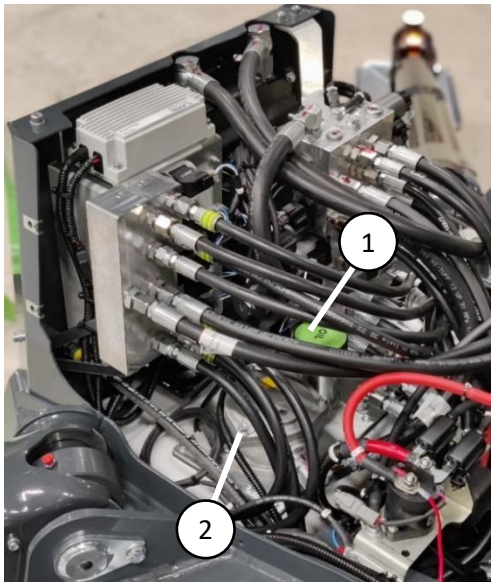

Figure 22. Réservoir d'huile hydraulique
La vidange de l'huile hydraulique peut être effectuée au niveau du filtre d'aspiration ou via le bouchon du réservoir d'huile hydraulique (figure 22 (1)) à l'aide d'une pompe d'aspiration. Le filtre d'aspiration se trouve en bas du châssis, derrière la trappe de service (figure 23). Vous pouvez vidanger l'huile hydraulique en détachant le flexible de la pompe de secours (figure 23 (1)) du filtre d'aspiration.
Le filtre de retour d'huile hydraulique (figure 22 (2)) se trouve sur le dessus du réservoir d'huile hydraulique, à l'arrière du châssis. Pour remplacer le filtre, ouvrez le couvercle du boîtier de filtre et remplacez la cartouche filtrante par une neuve Avant de réinstaller les caches sur la machine, vérifiez l'absence de fuites.
Le niveau d'huile hydraulique peut être vérifié à l'aide de la jauge présente dans le bouchon de filtre (figure 22 (1)). Lorsque la plateforme d'accès est en position de transport (bras abaissés et balanciers complètement relevés), le niveau d'huile doit se trouver au niveau de la marque supérieure sur la jauge.